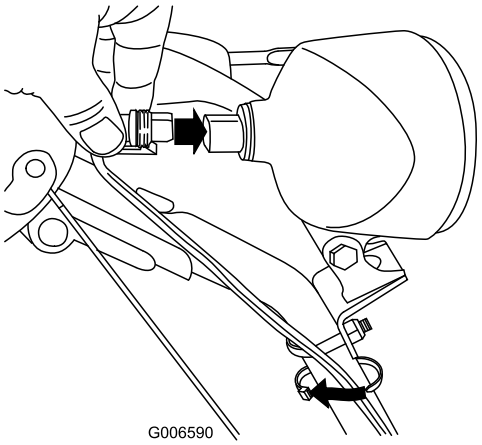

Rysunek 60
6. Podłącz wtyczkę przewodu bezpośrednio z tyłu reflektora, aż się zablokuje (Rysunek 60).